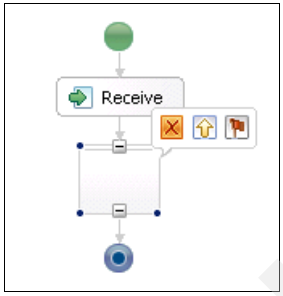

Figure 13-22 PlaceOrderProcess with the newly added scope
b. Click the arrow between the Receive activity and the process end node. Figure 13-22 shows how the process looks now.